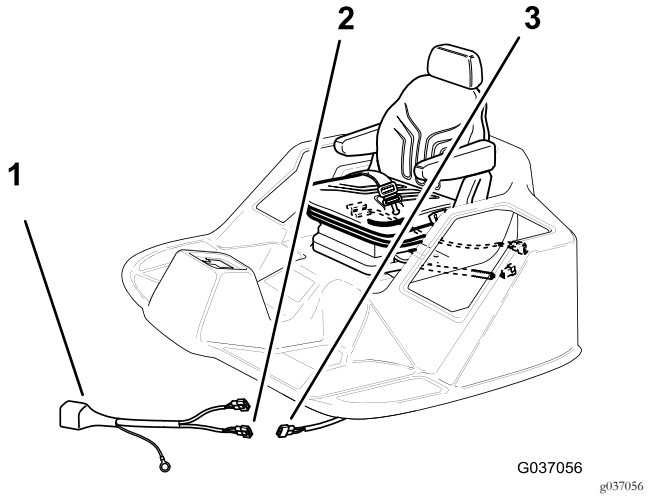

Figuur 20
2. Sluit de stekker met 2 platte contacten van de relaiskabelboom aan op de connector met 2 contacten (Figuur 20) van de machinekabelboom die u afgekoppeld hebt in stap 1 van 2 De bestuurdersstoel verwijderen (bladz. 4).